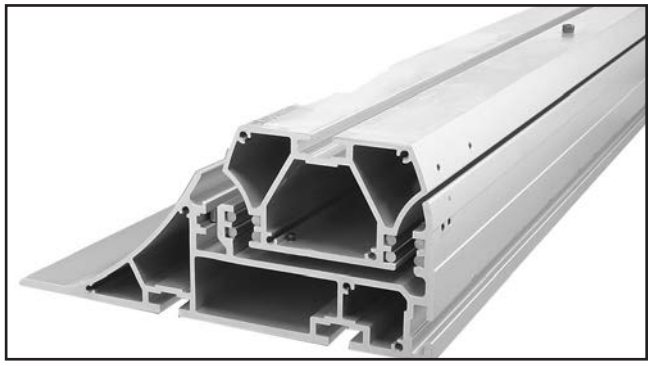

Figure 15. Sliding table turned upside down.
1. Turn sliding table upside down, as shown in **Figure 15**.